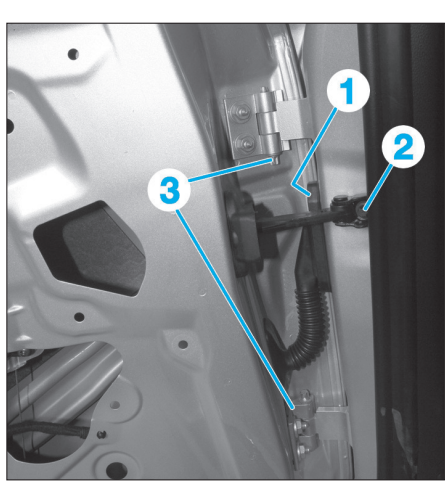

Fig. 165
- la vis de fixation du connecteur (1) **(Fig.165)**,
- la vis du limiteur d'ouverture (2),
• A l'aide d'un deuxième opérateur où d'un support de porte soutenant la porte, déposer les vis (3).